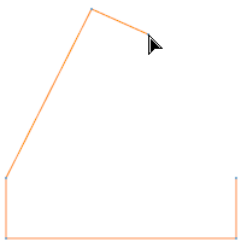

Figure 2-25 *Sketch with left inclined line*
8. Move the cursor to size the line and specify the endpoint of the left inclined line, as shown in Figure 2-25.